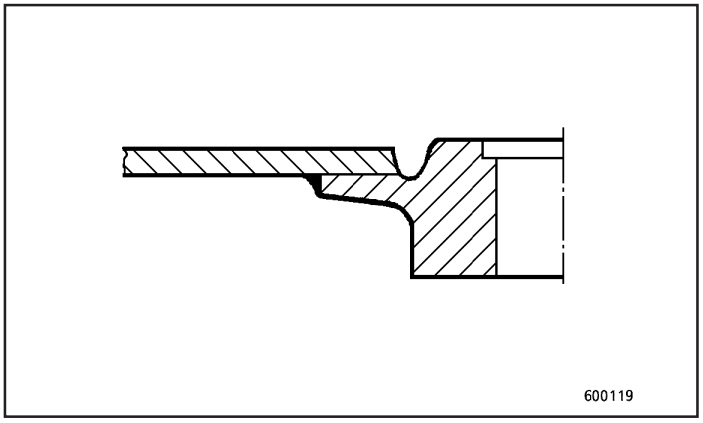

Fig.13
- Abertura cuidadosa da trinca (Fig. 13).